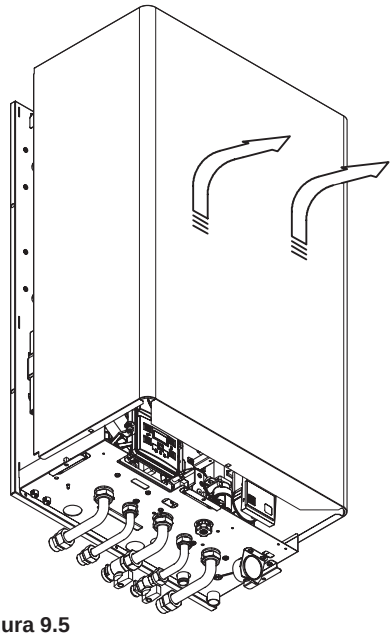

Figura 9.5
- Rimuovere la carrozzeria sollevandola verso l'alto in maniera da sganciarla dai fermi superiori e tirandola frontalmente (Figura 9.5).